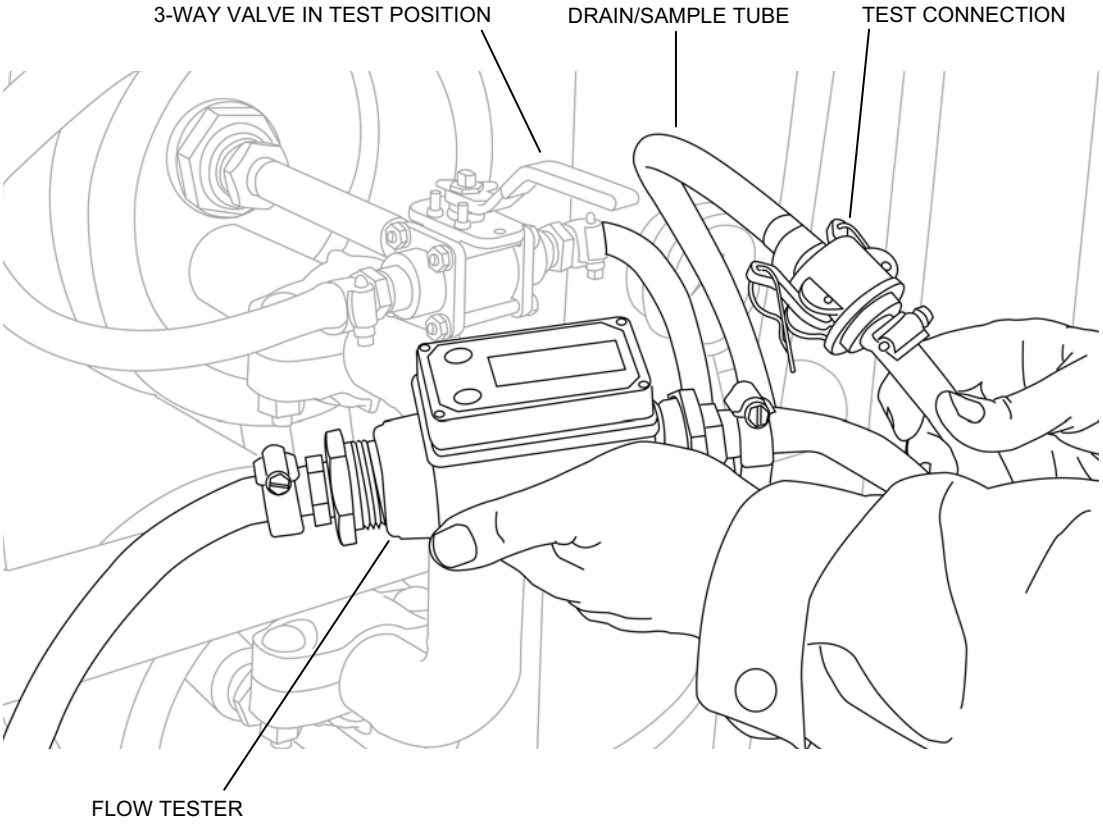

Figure 7. RO Element Product Water Flow Test Setup.
b. Turn the 3-way RO valve to direct product flow to sample (Figure 7).